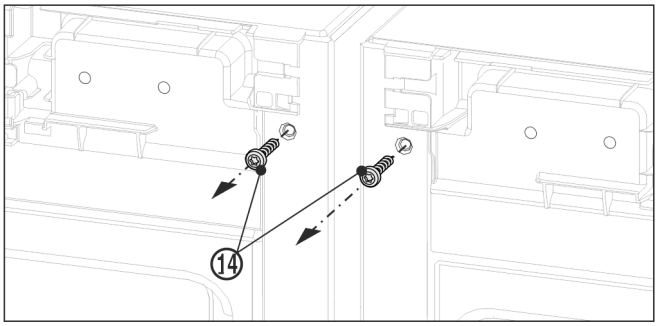

Fig. 12
▶ Înainte de montarea vinclului superior extrageți prin rotire cele două șuruburi pentru pământare *Fig. 12 (14)*.